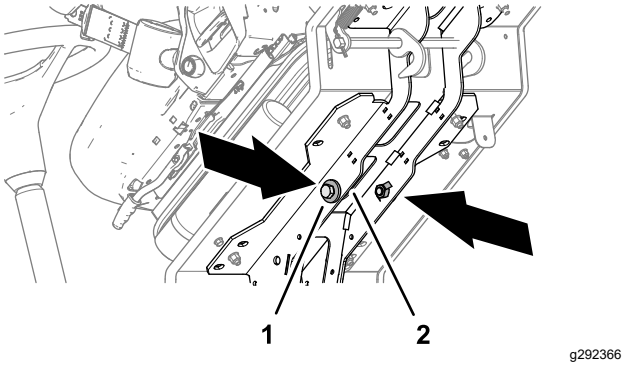

Рисунок 40
3. Наклоните платформу вперед, удалите 2 болта 12 x 40 мм и 2 шайбы 12 мм, которые находятся в опорных балках платформы (Рисунок 40).